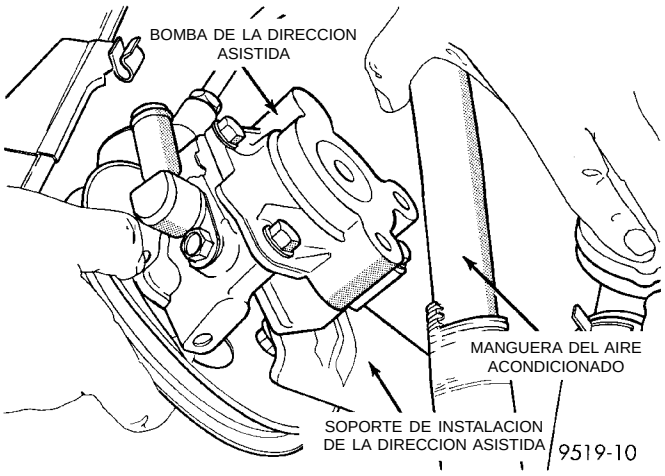

Fig. 26 Bomba de la dirección asistida y soporte
(9) Retire la correa de transmisión de la bomba de la dirección asistida de la polea de la bomba de la dirección asistida.
(10) Retire del motor la bomba de la dirección asistida y el soporte de instalación delantero como un conjunto (Fig. 26).
(11) Transfiera las piezas necesarias de la bomba de la dirección asistida desmontada a la bomba de reemplazo.
(1) Instale nuevamente la bomba de la dirección asistida y el soporte de instalación delantero como conjunto (Fig. 26) en el motor utilizando los procedimientos inversos a los del desmontaje.